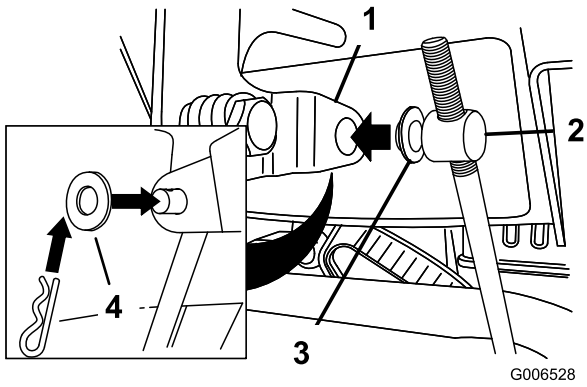

Figure 12
3. Remove the hairpin cotter and the outer washer from the trunnion on the upper end of the speed-control rod (Figure 12).
Note: To make installation easier, leave the flat washer on the trunnion (Figure 12).
6. Lift up the speed-control rod and insert the trunnion into the hole in the speed-selector lever (Figure 12).
B. Disconnect the trunnion from the speed-selector lever (Figure 12).
C. Turn the trunnion downward (clockwise) on the speed-control rod (Figure 12).
D. Connect the trunnion to the speed-selector lever (Figure 12).
C. Turn the trunnion upward (counterclockwise) on the speed-control rod (Figure 12).